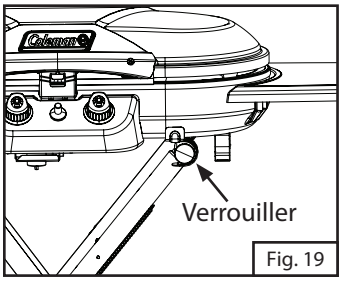

Fig. 19
3. Verrouiller le dessus du gril sur les crochets des pattes, comme montré. (Fig. 19)